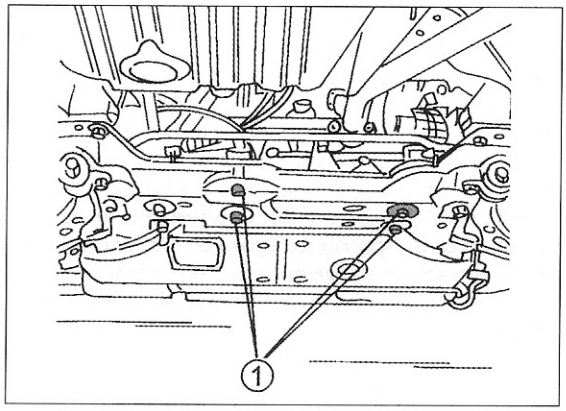

Bild 270
- An der Unterseite des Querträgers die vier Befestigungsschrauben (1) in Bild 270 der Lenkung lösen.